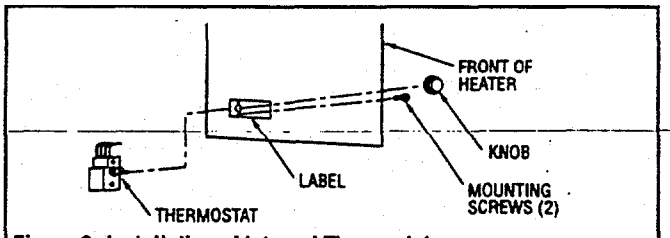

Figure 2. Installation of Internal Thermostat
4. Install thermostat as shown in Figure 2, coiling any excess capillary tubing inside the heater.
6. Install heat recovery thermostat as shown in Figure 2, coiling any excess capillary tubing inside the heater.
9. Remove backing from the label (supplied) and install over thermostat shaft as shown in Figure 2.